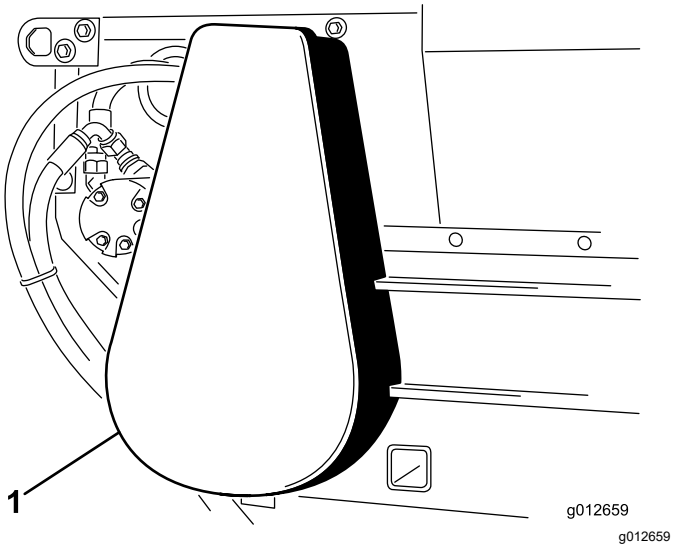

**Figur 28**
1. Fjern kjededekslet (Figur 28).